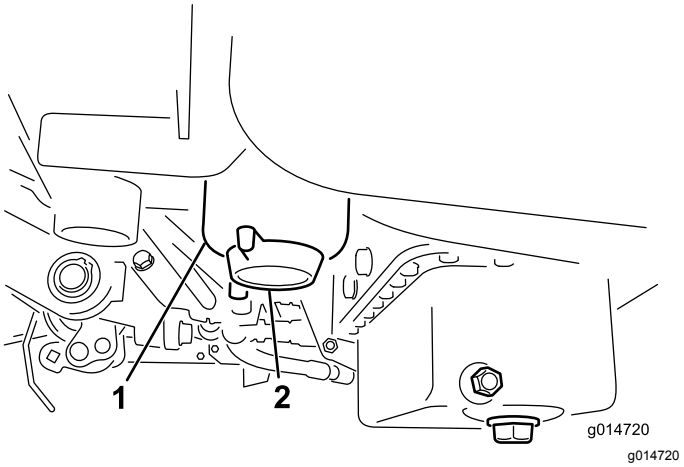

Figur 48
2. Rengör området där filterskålen ska monteras (Figur 48).
4. Öppna filtrets avtappningsplugg (Figur 48).